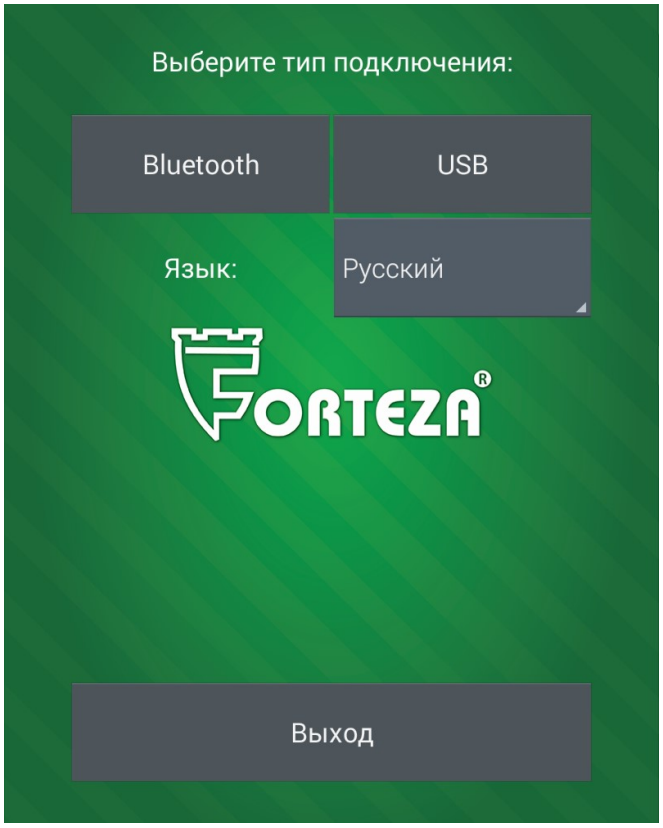
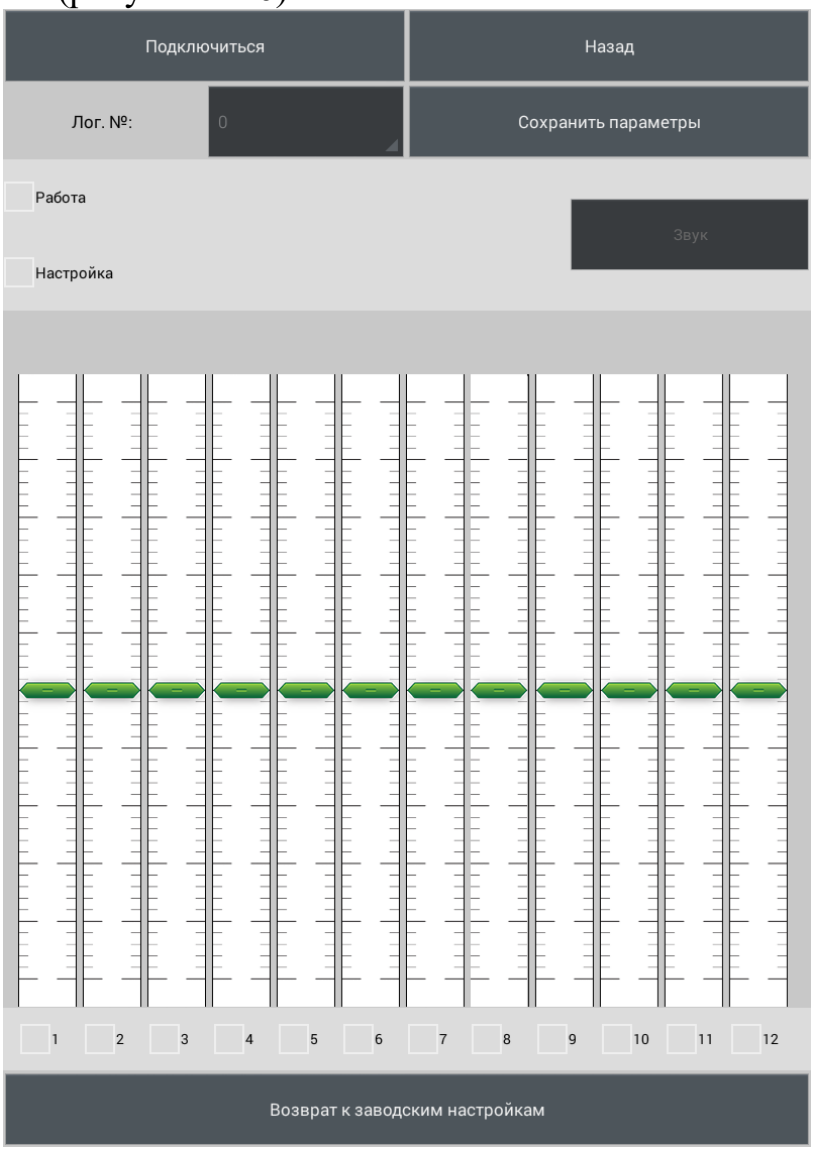

Рисунок 2.24
Рисунок 2.26
2.3.7.4.1.2 Запустить на Android устройстве программу «FM UNI» (рисунок 2.24).
2.3.7.4.5 Выбрать тип подключения «USB» (рисунок 2.24). Откроется окно программы (рисунок 2.26).